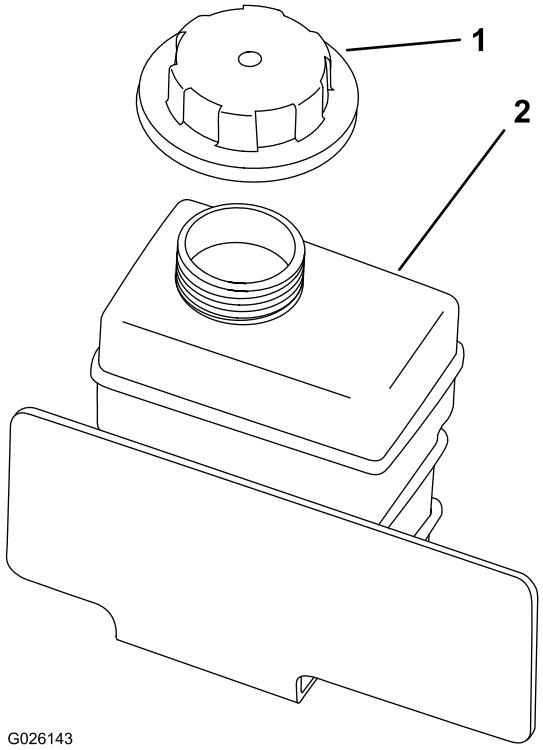

**Figur 17**
2. Kontroller kjølemiddelnivået i reservetanken (Figur 17).